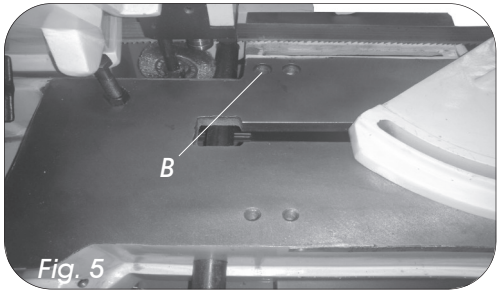

Fig. 5
- For maximum cutting at 90° remove the fixed vice jaw and bolt it down on the left hand side hole (Fig. 5, B).